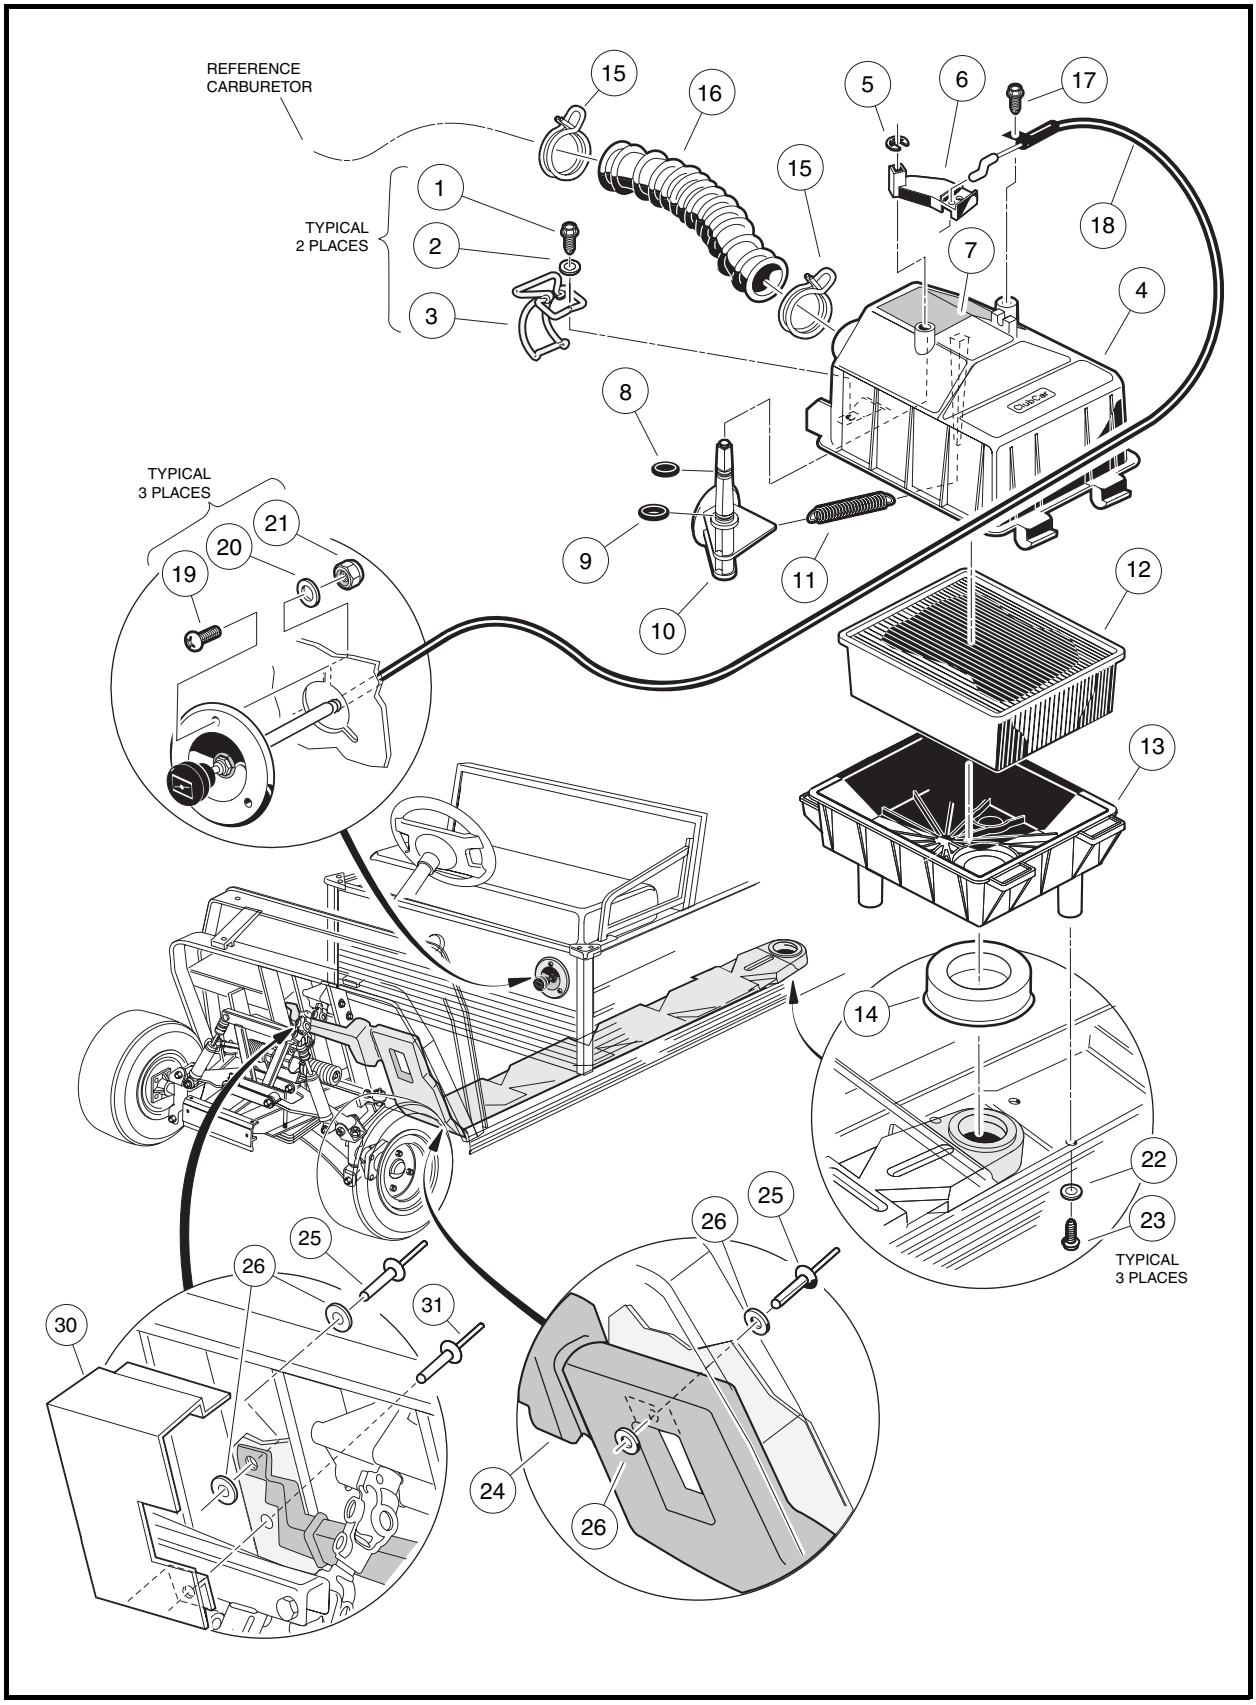
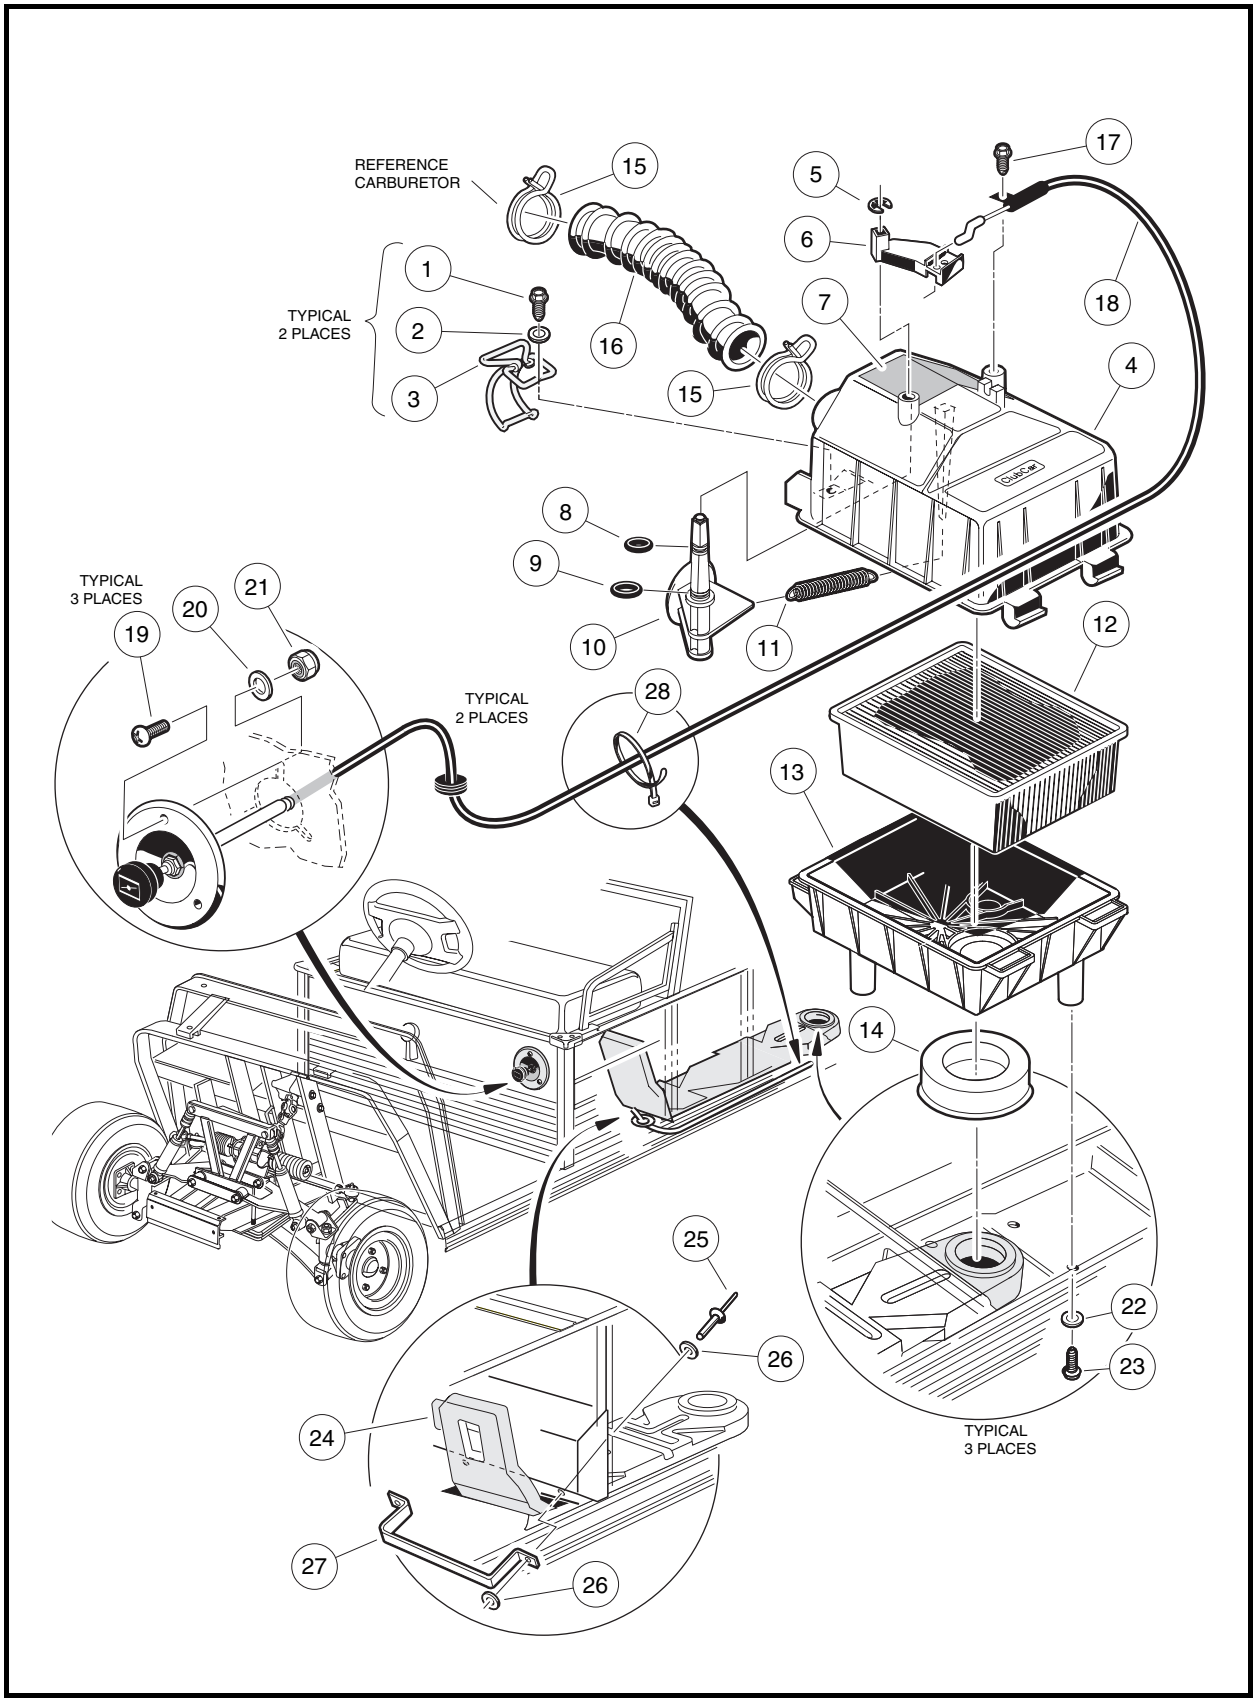

Figure 14-8 Turf 2, Carryall 2 and Carryall 2 Plus Air Intake and Choke Assemblies
Figure 14-9 Turf 6, Carryall 6, TransPorter, and Villager Air Intake and Choke Assemblies
3. Remove the screw (17) securing cable to air box and detach cable end from choke lever (6) **(Figure 14-8, Page 14-13 or Figure 14-9, Page 14-14)**.
4. Remove wire tie (28) from choke cable (if present) **(Figure 14-9, Page 14-14)**.
5. Remove three screws (19), nuts (21) and washers (20) from body and remove choke cable assembly from body **(Figure 14-8, Page 14-13 or Figure 14-9, Page 14-14)**.
2. Install three screws (19), washers (20), and lock nuts (21) as shown and tighten to 18 in-lb (2.0 N·m) **(Figure 14-8, Page 14-13 or Figure 14-9, Page 14-14)**.
4. Attach choke cable to choke lever (6) on air box. Install screw (17) to secure cable to air box and tighten to 18 in-lb (2.0 N·m) **(Figure 14-8, Page 14-13 or Figure 14-9, Page 14-14)**.
3. Remove the air intake box from the vehicle by removing intake hose (16) and three screws (23) and washers (22) that mount the intake box to the vehicle **(Figure 14-8, Page 14-13 or Figure 14-9, Page 14-14)**.
1. Check to be sure the intake seal (14) is seated correctly **(Figure 14-8, Page 14-13 or Figure 14-9, Page 14-14)**. The seal fits tightly onto the bottom side of the air box. If seal is not in place, moisture will enter the air intake system.
2. Place the air box assembly into vehicle and install three flat washers (22) and screws (23) from underside of air box mounting plate into air box **(Figure 14-8, Page 14-13 or Figure 14-9, Page 14-14)**. Tighten to 33 in-lb (3.7 N·m).
4. Drill out the pop rivet (31) securing the bottom of the air duct shield (30) to the floorboard **(Figure 14-8, Page 14-13).**
6. Drill out the two pop rivets (25) securing the intake duct to the floorboard.
7. Remove three screws (23) and flat washers (22) from the bottom of the air box assembly.
1. Remove three screws (23) and flat washers (22) from the bottom of the air box assembly **(Figure 14-9, Page 14-14)**.
3. Drill out the two pop rivets (25) in the retaining bracket (27) **(Figure 14-9, Page 14-14)**.
2. Secure the front of the duct to the underside of the floorboard with two pop rivets (25) and flat washers (26) **(Figure 14-8, Page 14-13)**.
3. Install the air duct shield (30).
3. Install two pop rivets (25) and four flat washers (26) to secure air duct retaining bracket (27) around air duct as shown **(Figure 14-9, Page 14-14)**.
1. Lift two latches (3) on the side of the air box **(Figure 14-8, Page 14-13 or Figure 14-9, Page 14-14)**.
2. Remove the hose clamp (15) from the air hose and remove hose from the air box assembly.
3. Standing on driver side of vehicle, grasp air hose mounting inlet and open box fully. Remove filter element (12).
6. Fasten wire latches (3). Make sure latches securely engage the bottom half of the box. **See following CAUTION.**
7. Install hose (16) and hose clamp (15) **(Figure 14-8, Page 14-13 or Figure 14-9, Page 14-14)**. Make sure clamp ends are located in the 12:00 o'clock position.